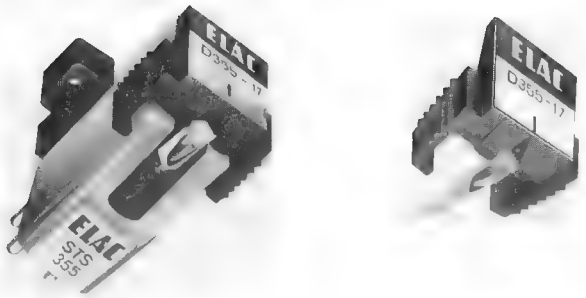

Fig. 18
5.1 ELAC-Spezial-Tonabnehmer (Fig. 18)
Die bekannten ELAC-Abtastsysteme (Fig. 18) gehören zum optimalen Zubehör. Sie besitzen die üblichen Standard-Abmessungen und lassen sich leicht in den MIRACORD 50 H II einbauen.
ELAC STS 355–17: Stereo-Magnetsystem mit Diamantspitze, 17 µm Verrundung für alle Mikrorillenplatten, Auflagekraft 1 . . . 2 p, statische Compliance 30 · 10^{-6} cm/dyn. Übertragungs-Bereich 20 . . . 22.000 Hz (Fig. 18).